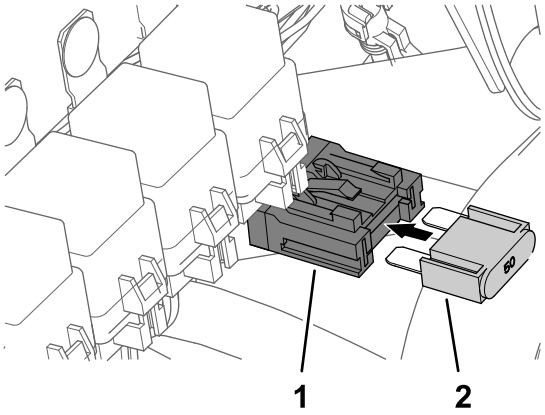

Rysunek 192
7. Wsuń do końca bezpiecznik (50 A) do bloku zabudowanych bezpieczników (Rysunek 192).